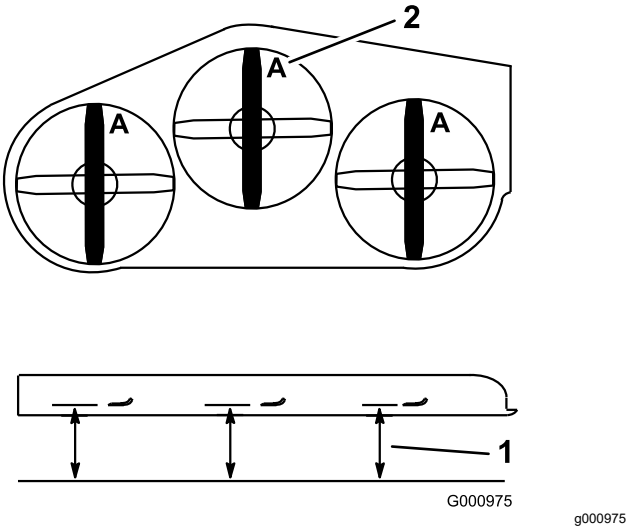

Figure 80
2. Mesurez la distance entre la surface plane et le tranchant (position **A**) des lames (Figure 80).